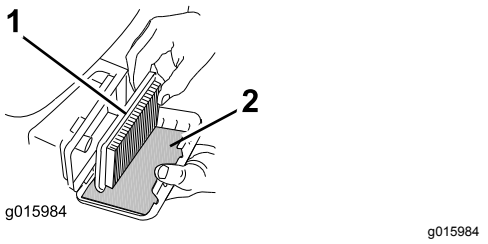

Figur 23
3. Ta bort pappersluftfiltret och skumförfiltret (Figur 23).